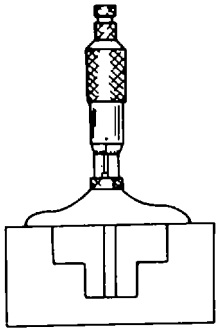

Figure 3-48. Micrometer Depth Gauge
(2) Micrometer depth gauge. The micrometer depth gauge, shown in figure 3-48, consists of a flat base attached to the barrel of a micrometer head. These gauges have a range from 0 to 9 inches, depending on the length of extension rod used. The hollow micrometer screw itself has a range of either 1/2 or 1 inch. Some are provided with a ratchet stop. The flat base ranges in size from 2 to 6 inches. Several extension rods are normally supplied with this type of gauge.